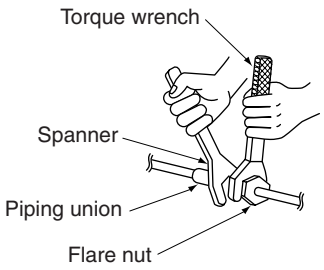

Fig. 8
- Be sure to use both a spanner and torque wrench together, as shown in the drawing, when connecting or disconnecting pipes to/from the unit. **(Refer to Fig. 8)**